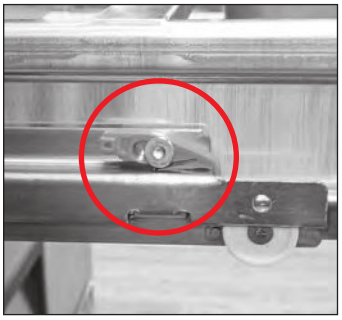

***Fig. 5.*** Drawer retainer location. Retainer is engaged.
4. Slide the drawer out and locate the plastic drawer retainer. See fig. 5